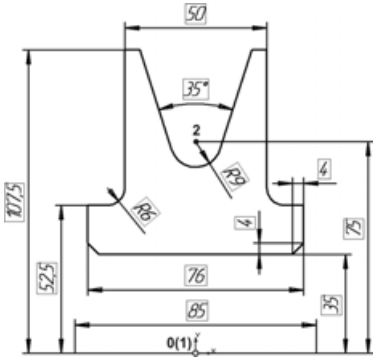

Рис. 6.83
- Выполните **Выравнивание по вертикали** центра 2 большой дуги и точки 0 начала координат (рис. 6.83). Проставьте все линейные и радиальные размеры, как это показано на рисунке.